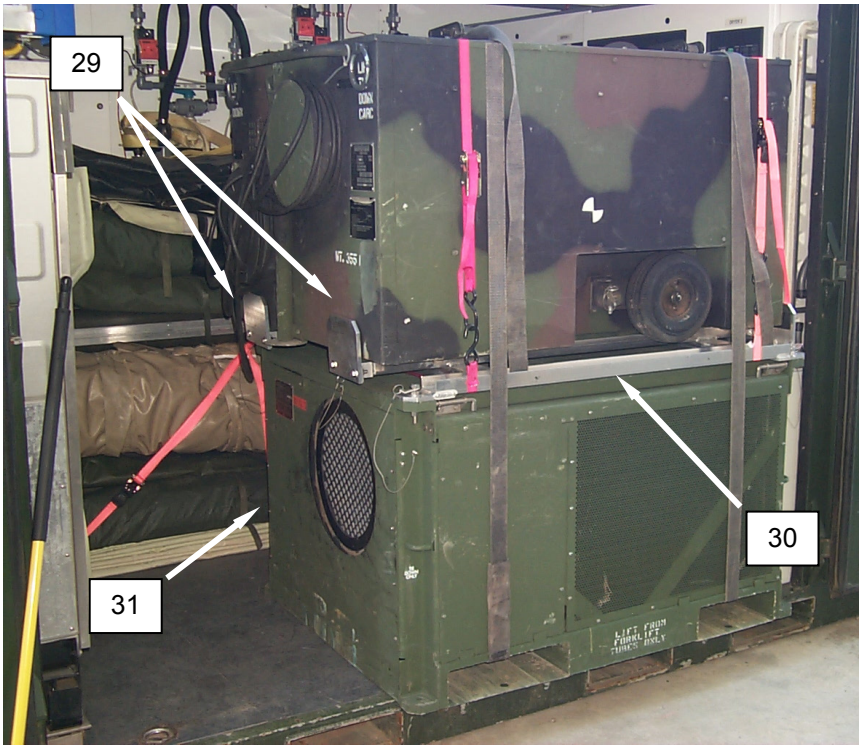

Figure 25. Placing the ASH and the FDECU.
36. Drape two 1-in. straps over the FDECU to secure the ASH **(Figure 25, Item 30)** to the stacking adapter **(Figure 25, Item 28)**. Run the strap completely under the base of the stacking adapter.
37. Install the stacking adapter **(Figure 25, Item 28)** onto the FDECU **(Figure 25, Item 31)**.
38. Use a forklift to place the ASH **(Figure 25, Item 30)** on top of the stacking adapter **(Figure 25, Item 28)**. Ensure the ASH is flush with the FDECU **(Figure 25, Item 31)** on the side which will go up against the dryer – this will make the ASH overhang the FDECU on the side facing the washers.
39. Install the aluminum overhang plates **(Figure 25, Item 29)** onto the stacking adapter **(Figure 25, Item 28)**.
40. Drape two 3-in. straps over the ASH **(Figure 25, Item 30)** and through forklift pockets, and use a forklift to place the assembled ASH **(Figure 25, Item 30)** and FDECU **(Figure 25, Item 31)** into the CBL operating area, and within 3 in. of dryer No. 2.
41. Push the assembled ASH **(Figure 25, Item 30)** and FDECU **(Figure 25, Item 31)** back at this time – leave enough room to access the interior side of the assembled ASH and FDECU.